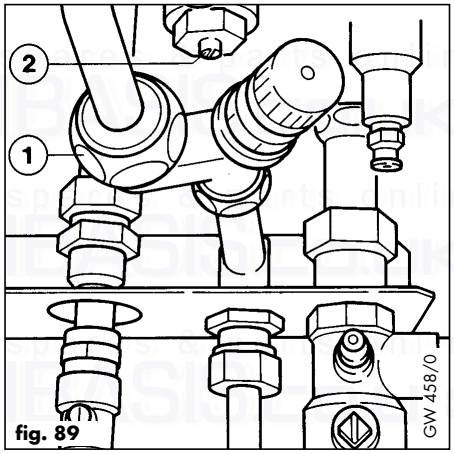
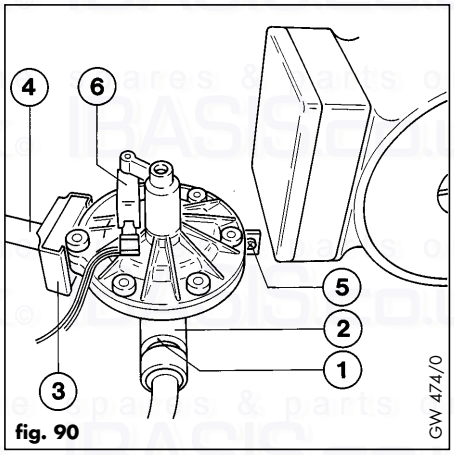
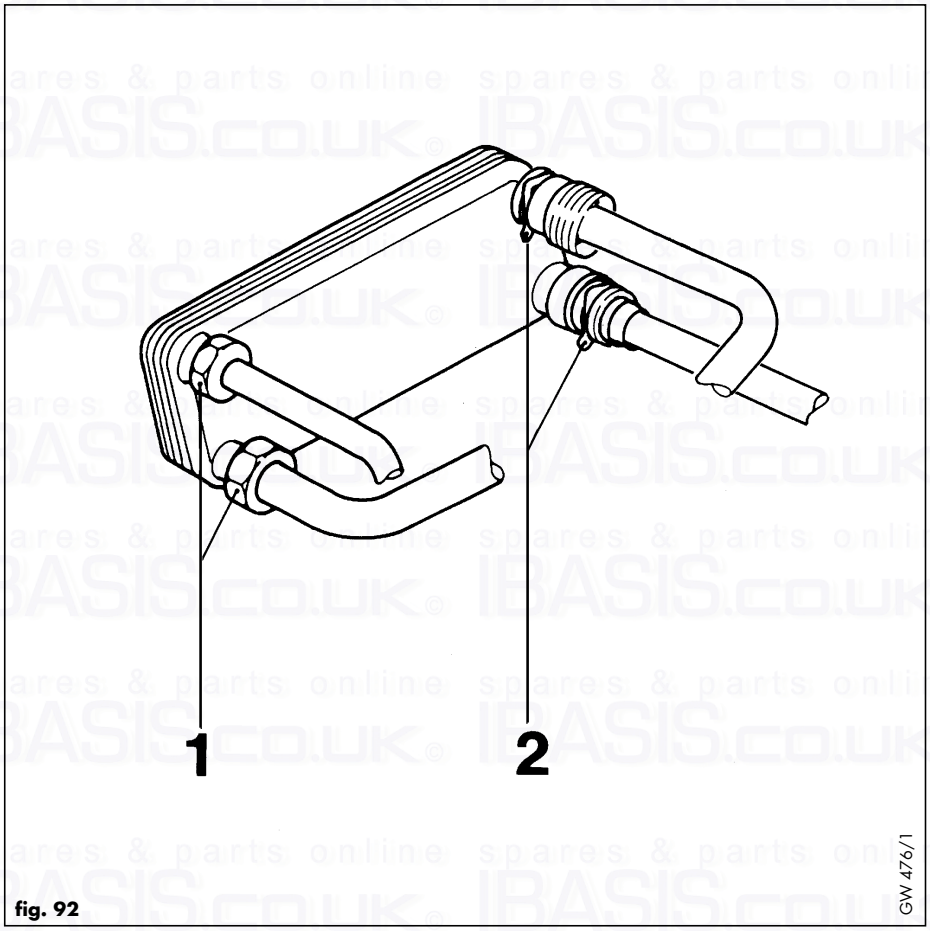

fig. 89
fig. 90
fig. 92
- Undo union (1, fig. 89) remove spring clip (1, fig. 90) by lifting, pull pipe (2, fig. 90) forward and remove.
- Remove retention clip (3, fig. 90).
- Remove screw (5, fig. 90).
- Pull water section forward to release from pipe (4, fig. 90) and lift water section out of boiler.
7.20 Replacement of DHW microswitch (fig. 90).
- Disconnect wires from DHW microswitch (6).
7.21 Replacement of DHW heat exchanger (fig. 92)
- Unscrew the 2 nuts (1).
- Remove the spring clips (2) and release the push-fit connections.